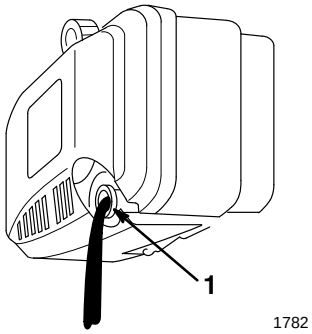

Abbildung 16
5. Den Rasenmäher auf die linke Seite kippen und das Öl in die Auffangschale ablaufen lassen (Abb. 16).